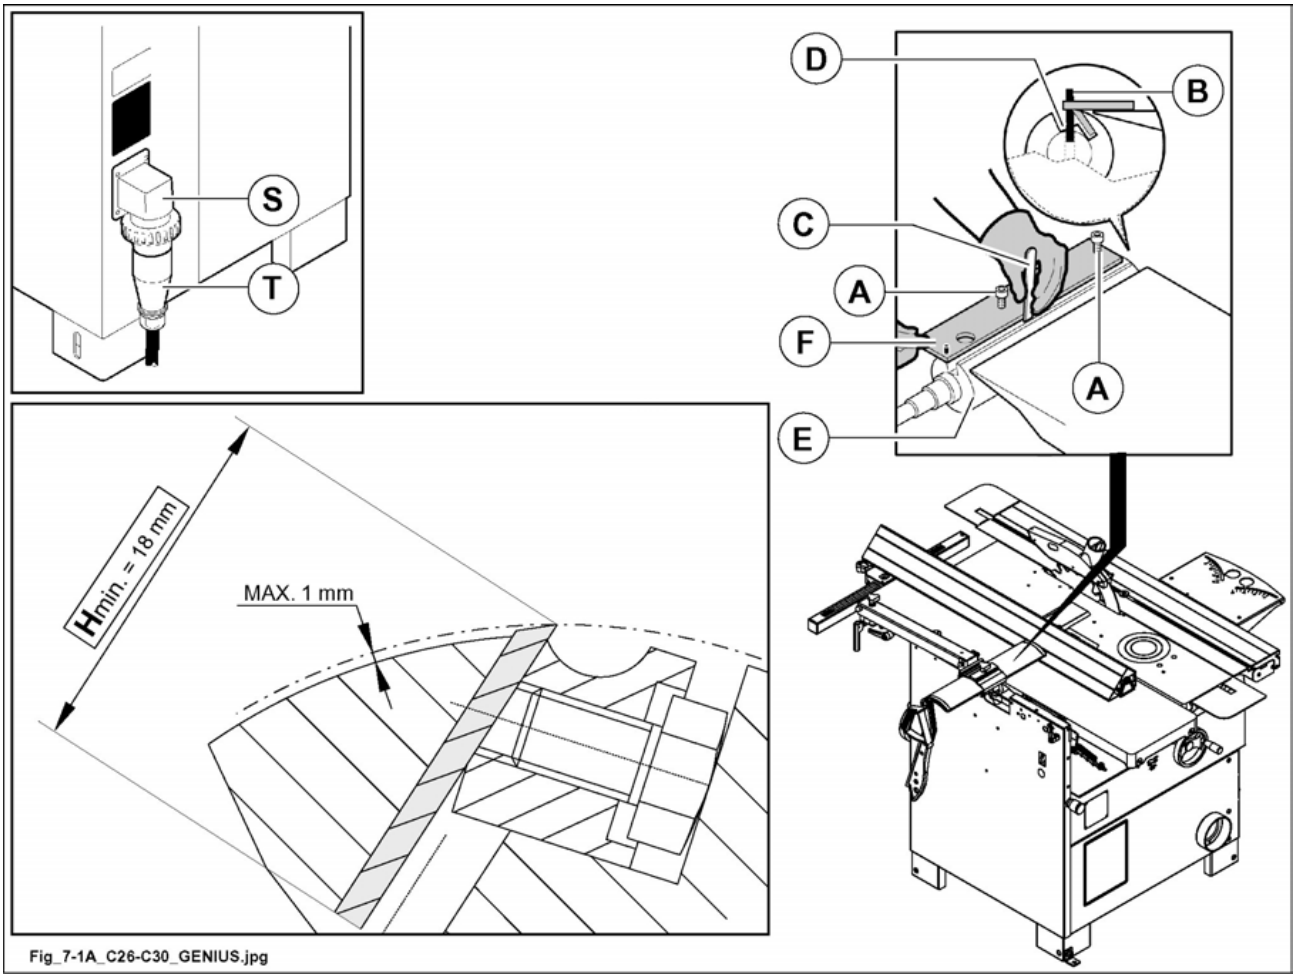

Fig. 7.1
1) Remove the nuts that block screws (A fig.7.1) and position blade adjusters (F fig.7.1) as indicated in the figure.
plug (B fig. 7.1) must be inserted in the appropriate hole in the shaft. Tighten the two screws (A fig. 7.1) in the relative holes on the planer table.
2) Loosen the blocking screws using the specific key (C fig.7.1); the blade comes out pushed by the contrast springs.
If necessary, replace the blades by inserting them in their specific slot (D fig.7.1) ensuring that the cutting edge meets the direction of rotation of the planer (E fig.7.1).
4) Make sure cutters and wedges are centered in relation to cutterblock (E fig.7.1).
to ensure adjustments are correct the whole length of the knife blade should rest on the knife register (F fig. 7.1). In this way proper projection of the knife from the planer spindle is guaranteed (1 mm).
5) Tighten the locking screws using the special wrench (C fig. 7.1) and exerting pressure on the cutter adjuster.
the knife grinding is permitted up to a min. width of 18 mm (fig. 7.1). When this value has been reached, replace the knife;